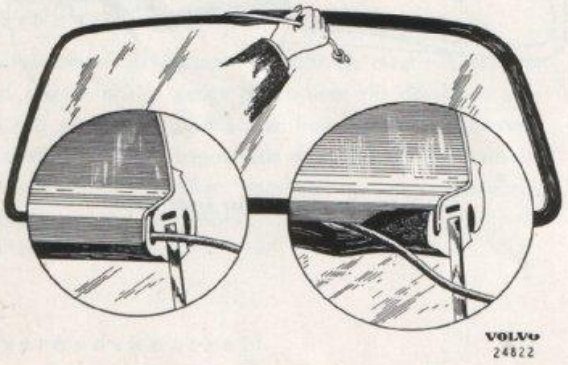
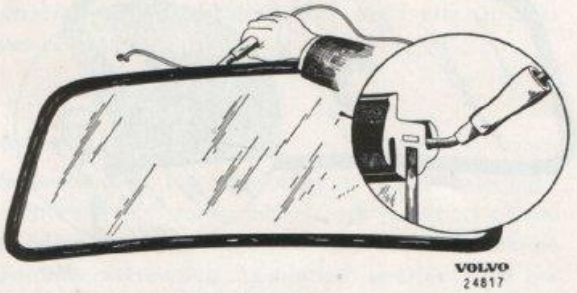

Bild 11-18. Montering av tätningslist
Bild 11-19. Läderremmens montering
3. Tryck in en läderrem eller ett kraftigt snöre i skåran i listen enl. bild 11-18. Placera rutan på plats och tryck den mot plåtkanten, drag därefter i snöret från vagnens insida så att gummilisten kryper över plåtkanten. Iläggningen av snöret underlättas om ett smalt rör användes för att öppna spåret i listen samtidigt som snöret får löpa genom röret enl. bild 11-19.
1. Placera en rem eller ett snöre i gummilistens skåra på samma sätt som vid montering av rutan, se bild 11-18. Rutan förutsättes vara monterad i karossen.